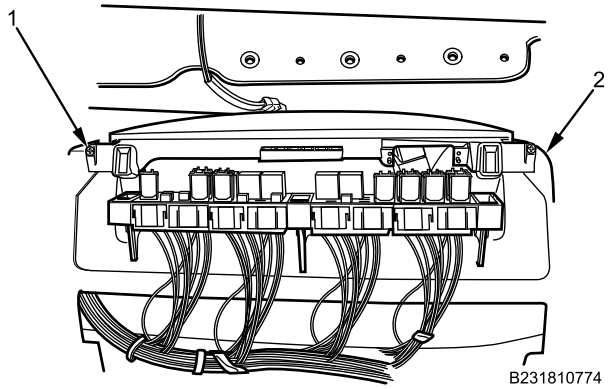

Figure 4. Upper IP Right Side Closeout.
2. Install two screws (Figure 4, Item 1) on IP (Figure 4, Item 2). Tighten screws securely.